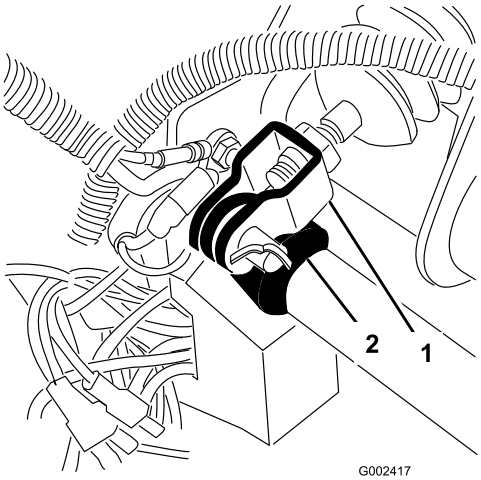

Figur 64
1. Fjern splinten og splittpinnene som fester hovedsylinderkrysshodet til bremsepedaltappen (Figur 64).
3. Løsne låsemutterne som fester krysshodet til hovedsylinderstangen (Figur 64).